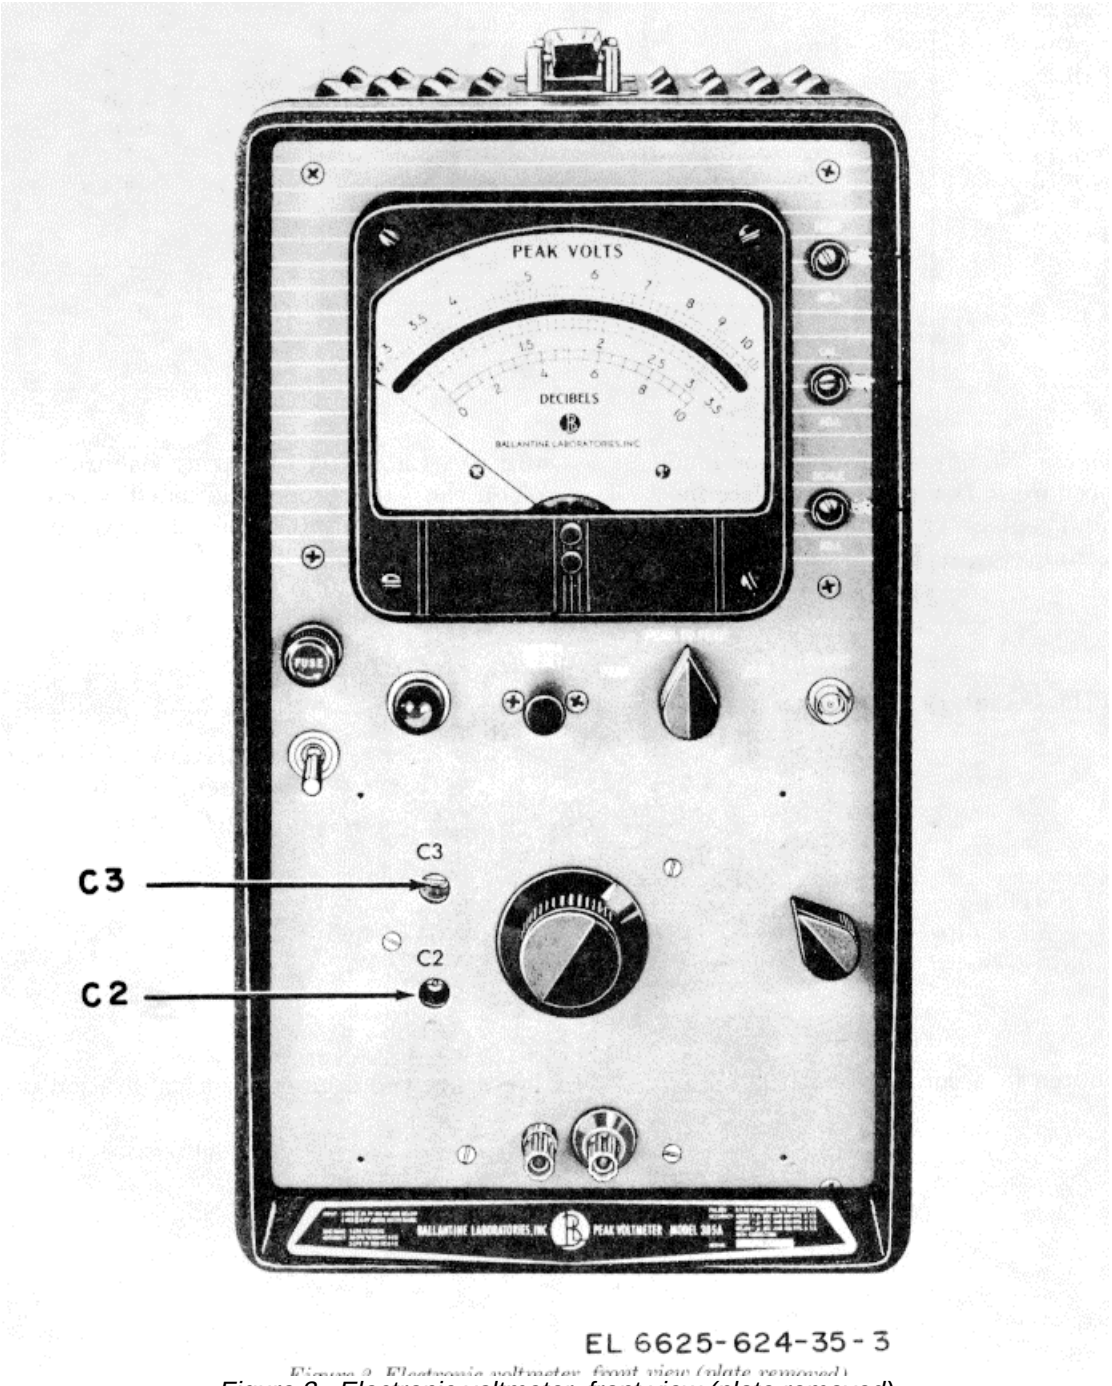

Figure 2. Electronic voltmeter, front view (plate removed)
(1) Adjust signal generator to 0 percent indication.
(2) Adjust C2 (fig. 2) until TI meter indicates 8 on upper scale (R).
(3) Adjust C3 (fig. 2) until TI meter indicates 8 on upper scale (R).